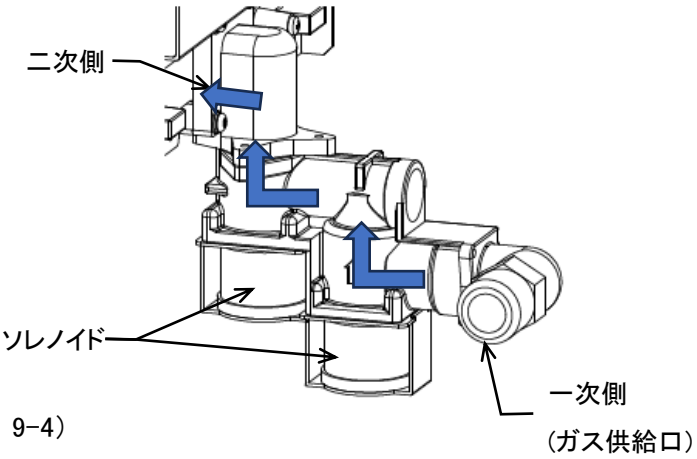

図 9-4
9.3.3 ガス電磁弁（図 9-4）
・ 炎が正常な状態であることを確認します。（図 9-4）